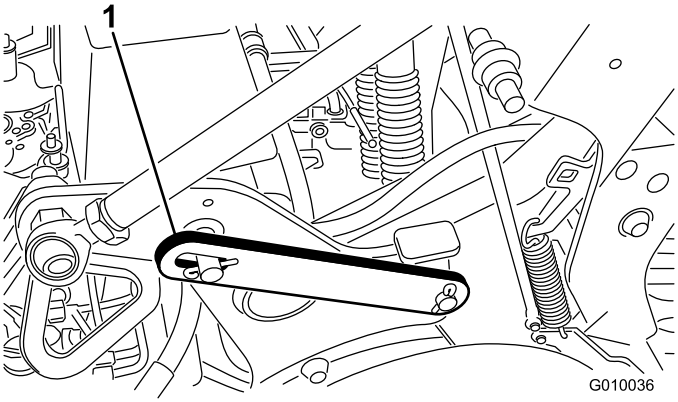

**Rysunek 20**
2. Usuń pierścień zaciskowy mocujący zaczep serwisowy w położeniu przechowywania (Rysunek 20).